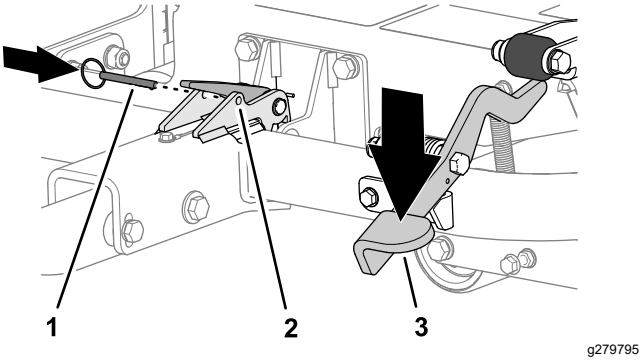

**Figur 19**
3. Trampa på dragkrokens pedal tills dragkroken låses på plats (Figur 19).
4. För in låspinnen genom hålen i spärren (Figur 19).